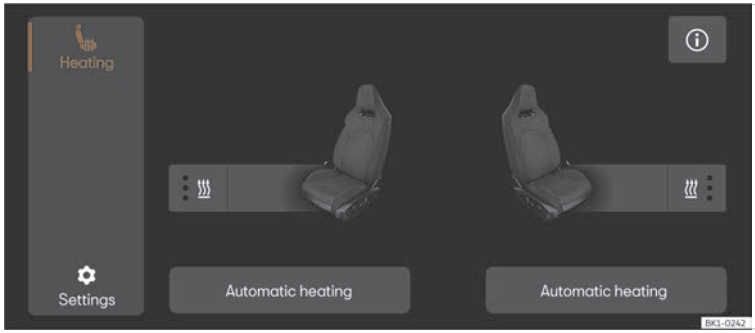

Fig. 119 Schematic representation: Seats menu
- To activate/deactivate the function go to the seat heating submenu, and press on the **Automatic heating** button below the image of the corresponding seat ››› Fig. 119.